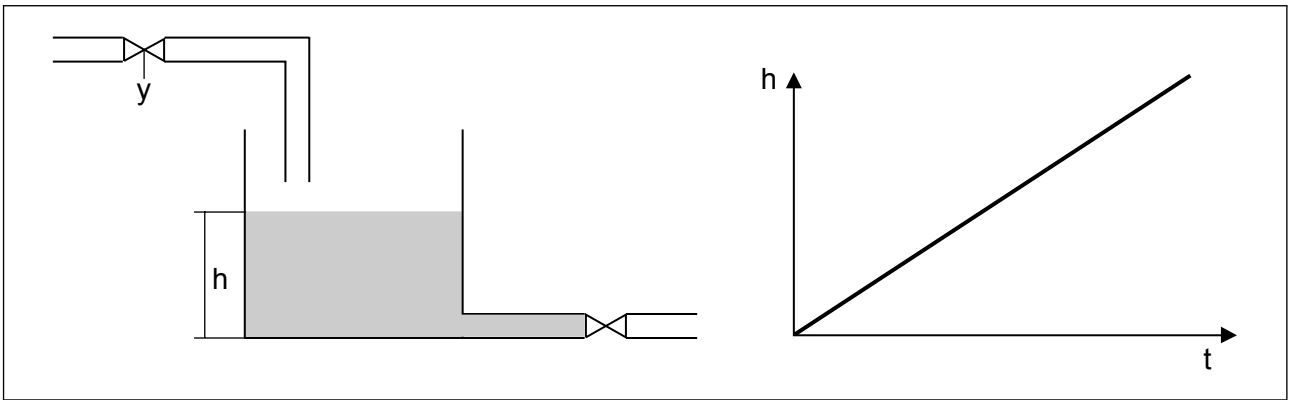

Рисунок 21: Объект с регулированием уровня жидкости
- регулирования уровня жидкости (Рисунок 21)